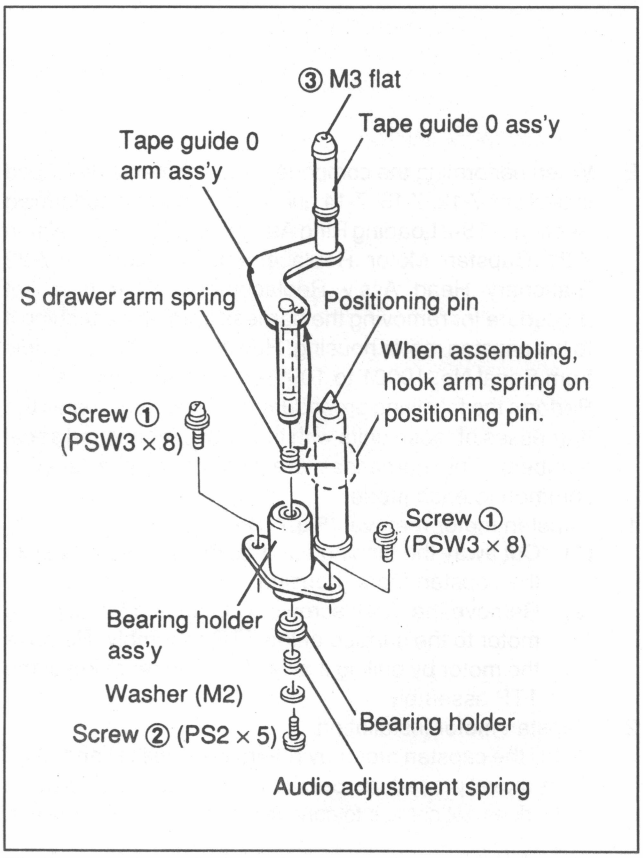

Fig.7-11-5 Tape Guide 0 Bearing Holder Ass'y Replacement
B. (1) The tape guide 0 bearing holder ass'y can be replaced referring to Section 7-11-2, Tape Guide 0 Arm Ass'y Replacement.
(2) Replace the tape guide 0 bearing holder ass'y as the following replacement flowchart referring to Section 7-11-2. (Fig. 7-11-5)